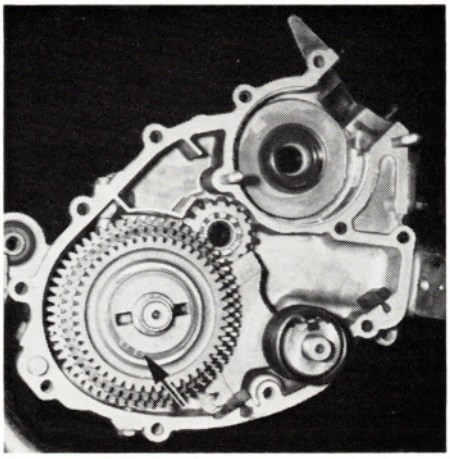

Bild 17: Seegerring auf der Antriebswelle (vor den Getriebezahnrädern).
22. Seegerring (Bild 17) von der Antriebswelle abnehmen, ebenso Anlaufscheibe (Schulterring). Getriebezahnräder von der Antriebswelle abnehmen (3 bei Typ 50, 4 bei Typ 50 S und 50 SS).